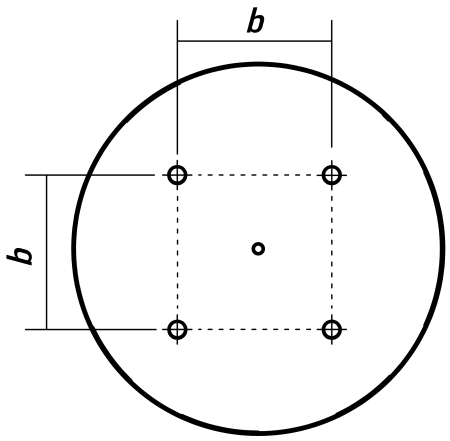

Рис.1
2. На потолочной поверхности, на которой устанавливается светильник разметить монтажные отверстия в соответствии со схемой, Рисунок 1: